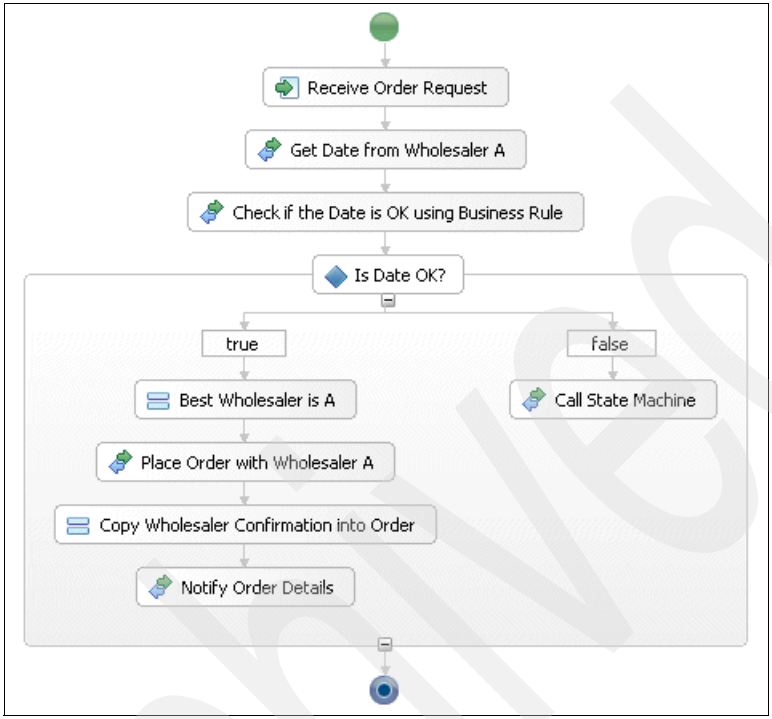

Figure 11-65 Exposed Serial Process
4. Create the WS-BPEL business process as shown in Figure 11-65.